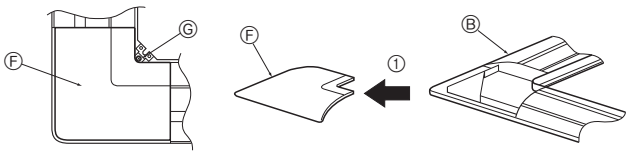

Fig. 8-4
8.2.2. Die Eckplatte abnehmen (Fig. 8-4)
- Die Schraube von der Ecke der Eckplatte abnehmen. Die Eckplatte wie durch Pfeil ① gekennzeichnet schieben, um so die Eckplatte abzunehmen.